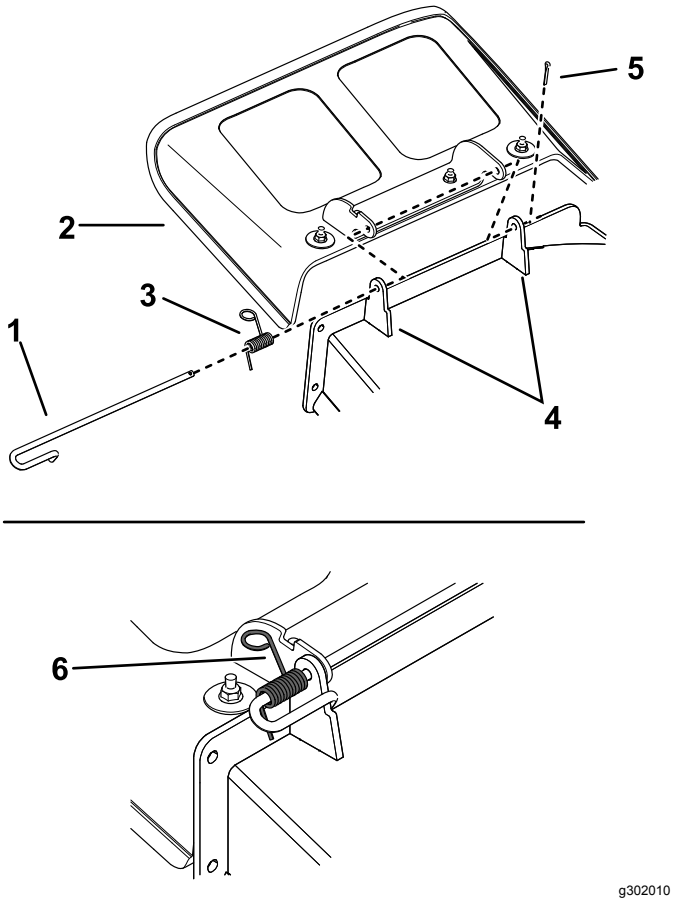

Rysunek 77
1. Wyjmij zawleczkę z końca sworznia (Rysunek 77).
2. Uwolnij sprężynę z wycięcia we wsporniku deflektora i wysuń sworzeń z przyspawanych do podwozia tnącego wsporników, zdejmując sprężynę i deflektor wyrzutowy (Rysunek 77).
9. Wyjmij zawleczkę w koniec sworznia (Rysunek 77).